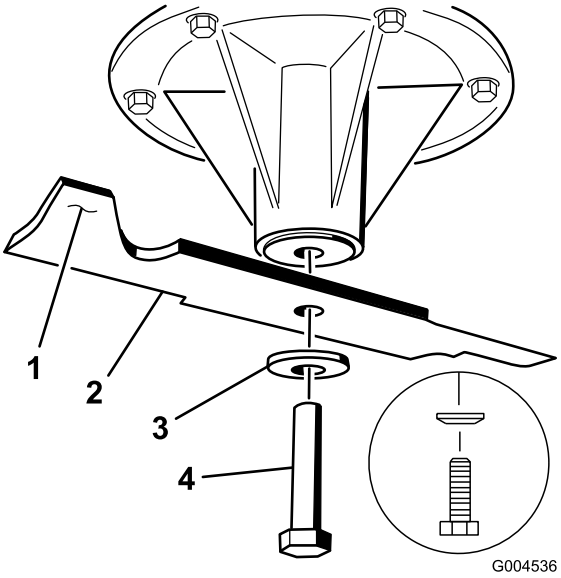

Figur 81
1. Monter skærekniven på spindelakslen (Figur 81).
2. Monter fjederskiven og skæreknivsbolten. Fjederskivens konus skal installeres mod boltens hoved (Figur 81). Tilspænd skæreknivsbolten med et moment på 115–149 Nm.